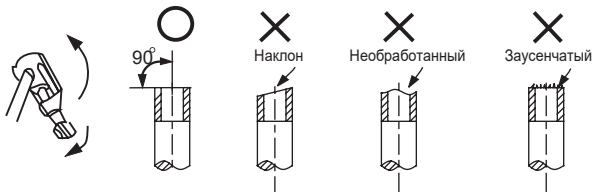

Рис. 2.19
- Правильно обрежьте трубу при помощи трубореза (рис. 2.19).